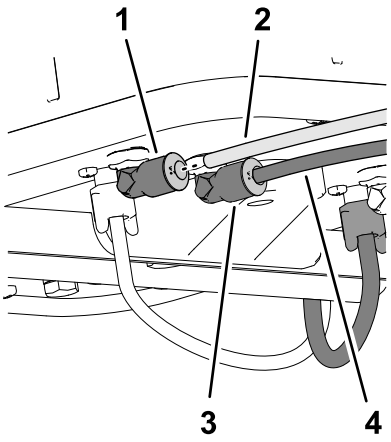

Rysunek 142
2. Wsuń przewód przezroczysty w złącze powietrza z boku płyty sprężarki (Rysunek 141 oraz Rysunek 142).
3. Wsuń przewód niebieski w złącze cieczy z boku płyty sprężarki (Rysunek 141 oraz Rysunek 142).
5. Wsuń przewód przezroczysty w złącze powietrza z boku płyty sprężarki (Rysunek 141 oraz Rysunek 142).
6. Wsuń przewód niebieski w złącze cieczy z boku płyty sprężarki (Rysunek 141 oraz Rysunek 142).